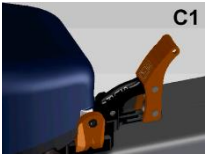

FIGURA C1
- Inserire la punta scarpa nel puntale e premere verso il basso fino alla chiusura finale dell' attacco, come in **FIGURA C**. Tirare poi **DELICATAMENTE** la leva frontale verso di se fino allo scatto finale per ottenere il bloccaggio del puntale come in **FIGURA C1**, e procedere alla salita.